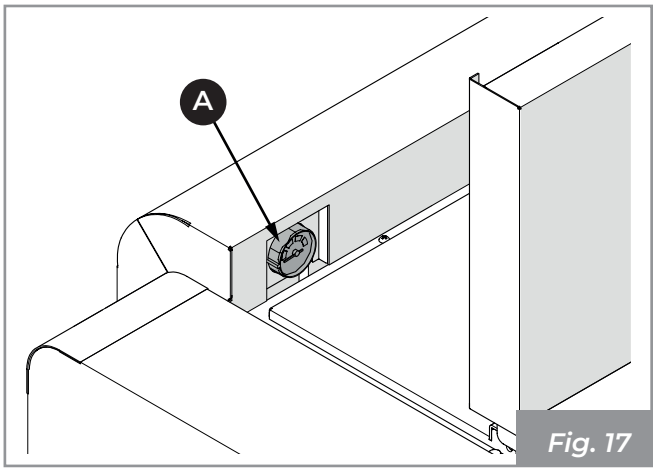
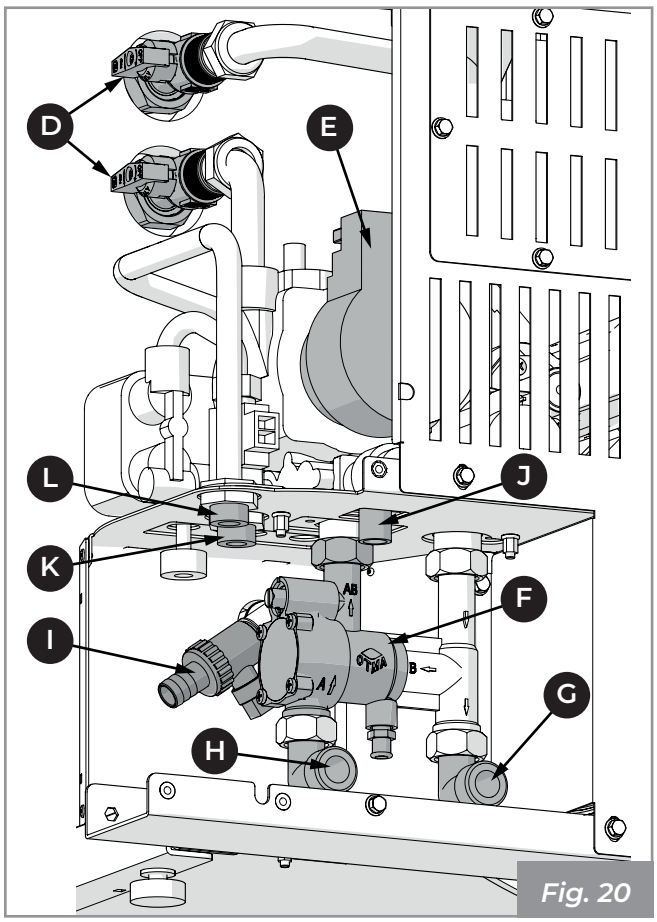

Fig. 17
Fig. 20
6.3.1 Descripción del circuito hidráulico (Fig. 17 ÷ Fig. 20)
6.3.2 Conexiones hidráulicas (Fig. 17 ÷ Fig. 20)